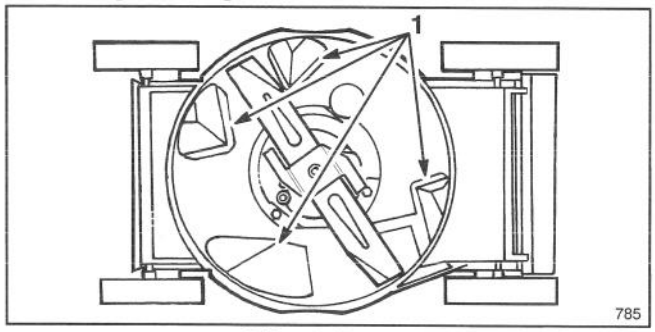

Afbeelding 18
Houd de onderkant van de maaikast schoon om een optimale prestatie te verzekeren. Zorg er vooral voor dat de stootplaten altijd vrij van verontreinigingen zijn (Afb. 18).
3. Leg de maaier op zijn linker zijkant (Afb. 18).